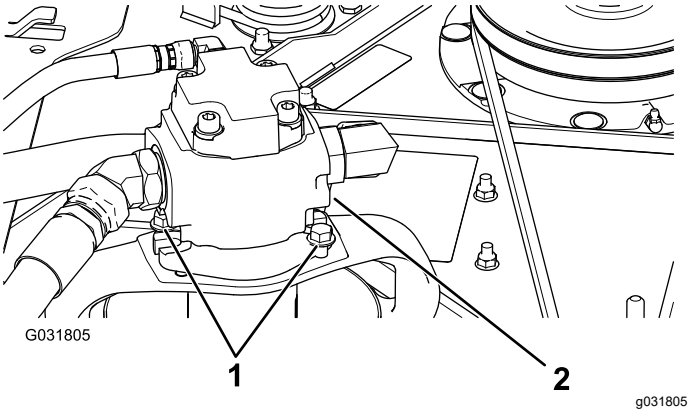

Figuur 125
5. Verwijder de bouten waarmee de hydraulische motor is bevestigd aan de maai-eenheid (Figuur 125).
3. Verwijder de bouten waarmee de hydraulische motor is bevestigd aan de maai-eenheid (Figuur 125).